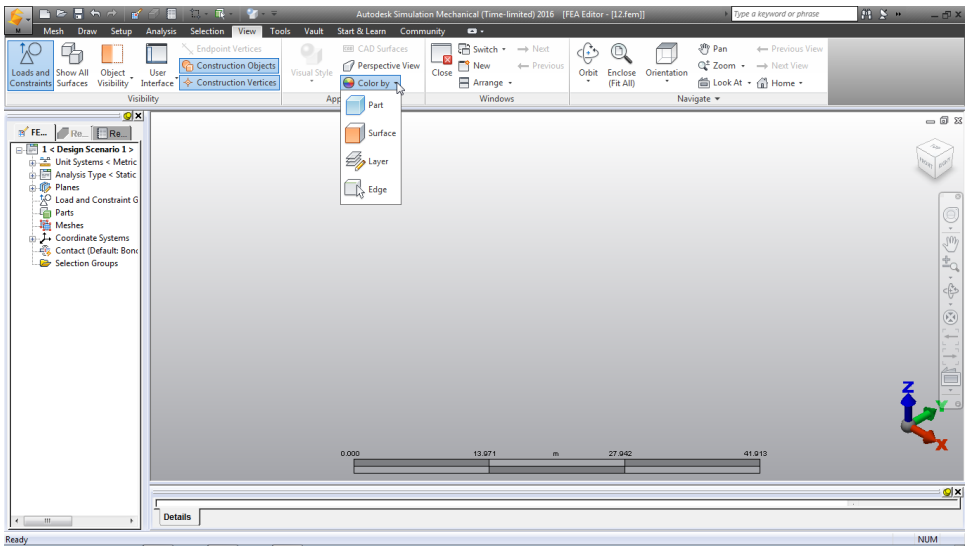

Figure 2-10 *Additional tools displayed on clicking the down arrow of a tool*
*In the tabs, the tools are arranged in different panels in the **Ribbon**. Some of the panels and tools have arrows on their right, refer to Figure 2-10. These arrows are called down arrows. When you click on the down arrow of a tool, a list of additional tools will be displayed, refer to Figure 2-10.*